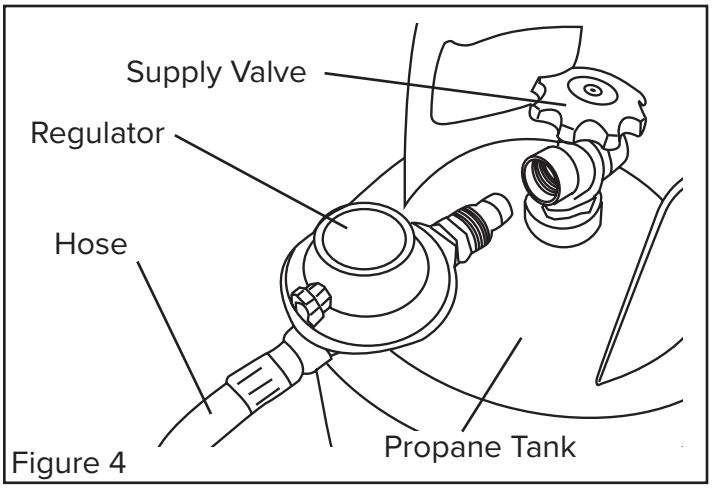

Figure 4
- Fasten full propane tank and connect proper fitting to LP cylinder valve by turning COUNTER-CLOCKWISE. (See Figure 4 & 5)